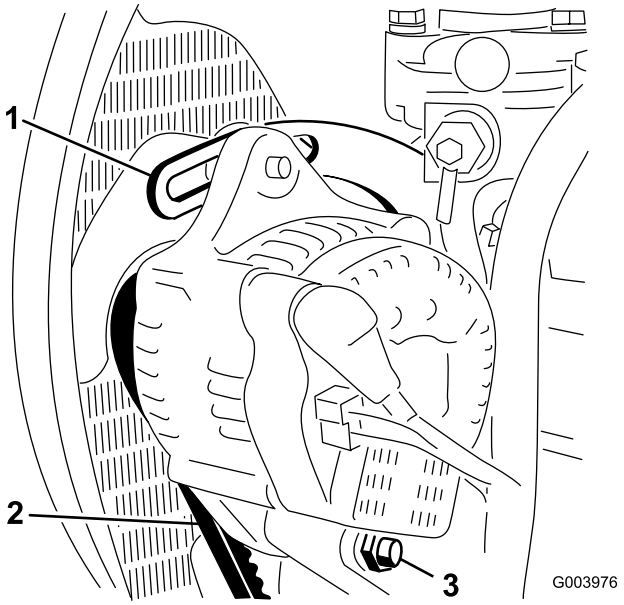

Figur 74
2. Kontroller generatorremmens tilspænding ved at trykke den ned (Figur 74) midt mellem generatoren og krumtapakslen med en belastning på 10 kg.
3. Løsn den bolt, der fastholder afstiveren til motoren (Figur 74), den bolt, der fastholder generatoren til afstiveren, og drejebolten.